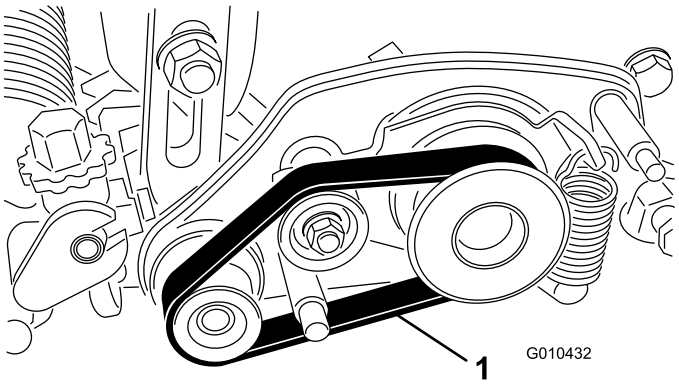

Figur 18
2. Før remmen inn på den drivende remskiven, lederullen og lederullenheten som vist i Figur 18.